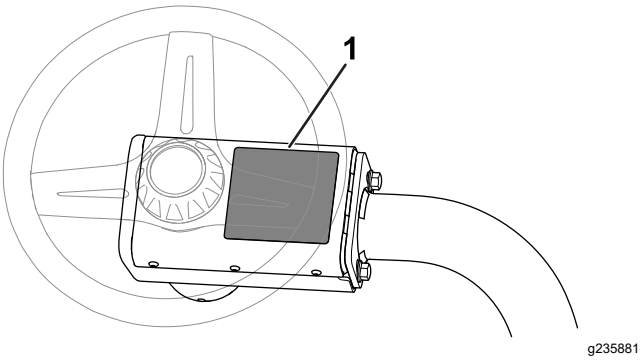

Figur 9
- Sæt CE-advarselsmærkaten (Delnr. 136-8505) oven på den eksisterende advarselsmærkat (Delnr. 136-8506). Figur 9 viser advarselsmærkatens placering.